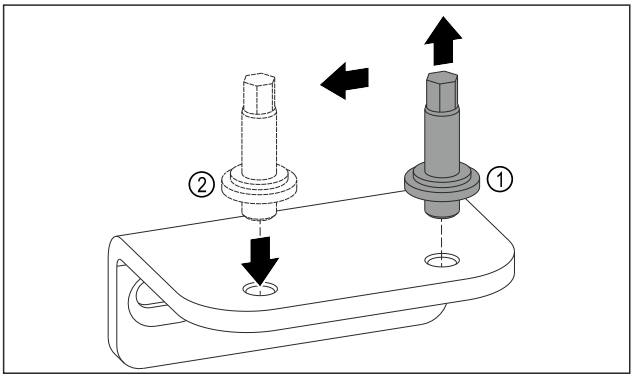

Fig. 20
▶ Deșurubați și demontați bolțurile de pe suportul inferior de lagăr cu cheia cu hexagon exterior SW5. *Fig. 20 (1)*
▶ Montați bolțurile pe partea opusă. *Fig. 20 (2)*